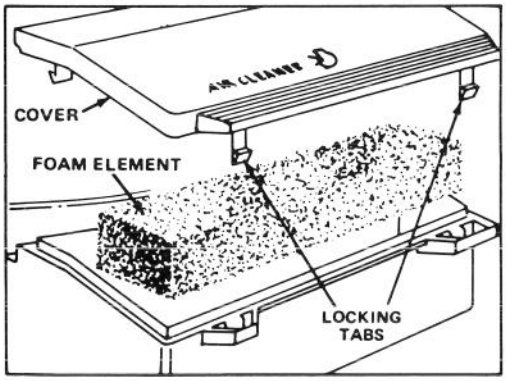

Figure 14
6. Push the control bar down to its lowest position, latching the mechanism (Fig. 14).
2. Push in locking tabs and lift off air cleaner cover. Clean cover thoroughly (Fig. 14).
3. If top of foam element is dirty, remove it from air cleaner body (Fig. 14). Clean thoroughly.